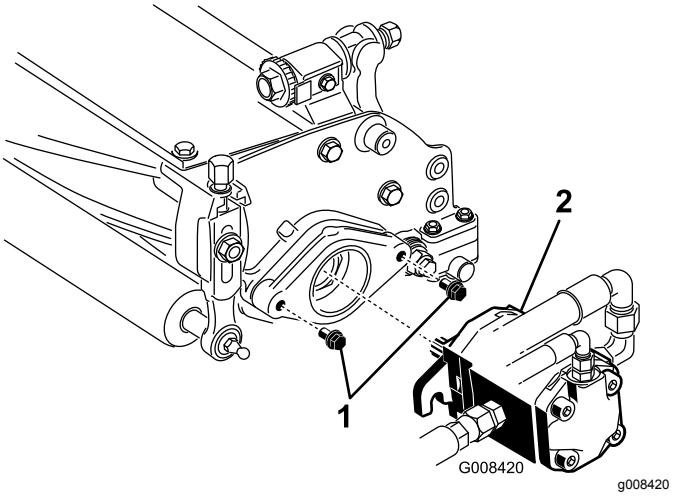

Figur 11
7. La ca. 13 mm av gjengene være eksponert på hver monteringsbolt for spoledrevet (Figur 11).
8. Smør rent smørefett på motorens kileaksel, og monter motoren ved å rotere den med klokken, slik at motorflensene går klar av boltene. Drei motoren mot klokken til flensene omringer boltene (Figur 11).
9. Trekk til monteringsboltene (Figur 11).